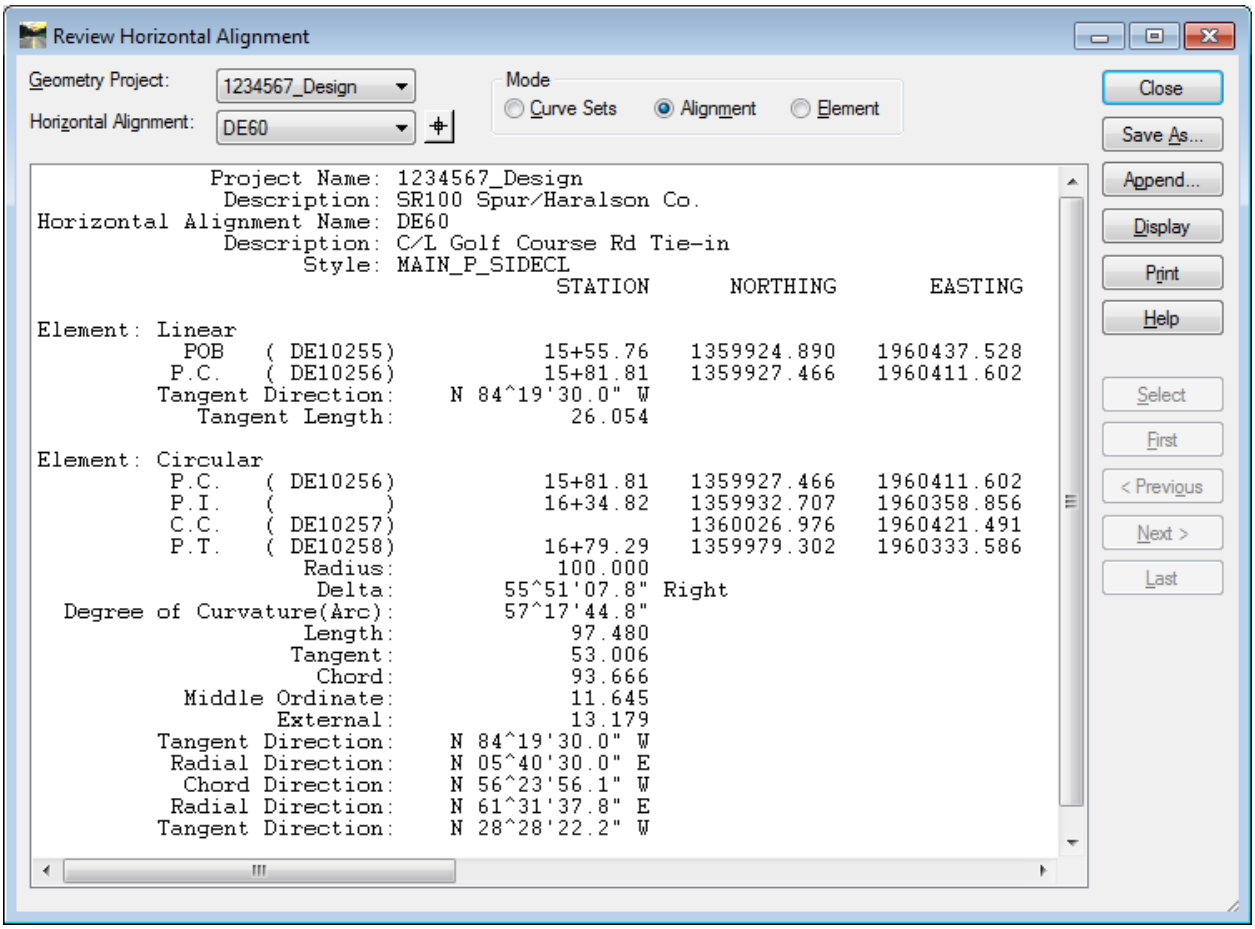

Figure L5-9 Review Horizontal Alignment
18.	**Review Alignment DE60.** • In InRoads, select **Geometry ► Review Horizontal**. The **Review Horizontal Alignment** window opens as shown in *Figure L5-9*. • Notice in the **Review Horizontal Alignment** the Stationing now begins at Station **15+55.76**. • Close the **Review Horizontal Alignments** window.